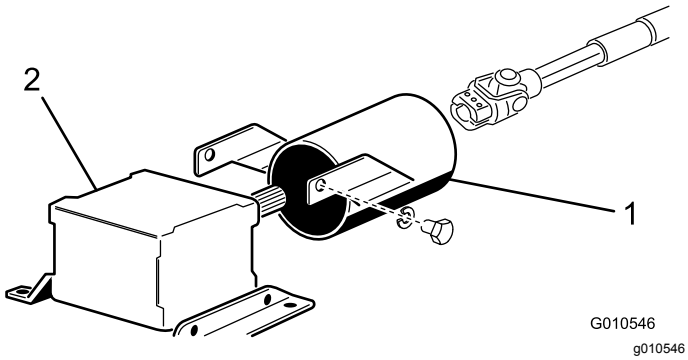

Figur 8
1. Ta bort de två huvudskruvar och låsbrickor som fäster kraftuttagsskyddets monteringsfästen på växellådan (Figur 8).
2. Skjut på kraftuttagsaxelns skydd på kraftuttagsaxeln. Placera skyddet i enlighet med Figur 8.